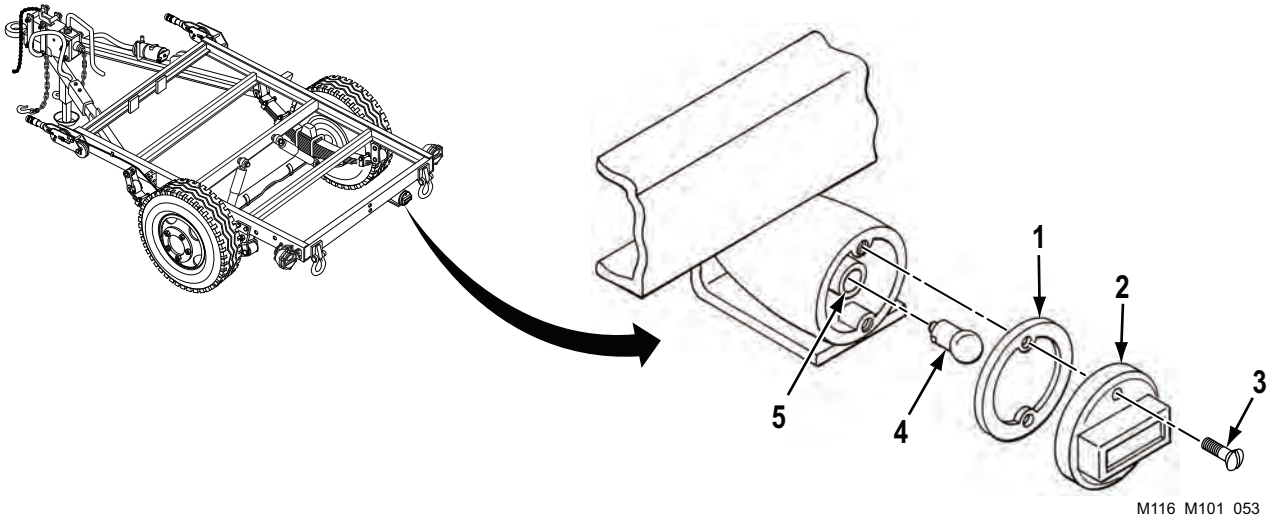

Figure 1. Lamp Replacement.
1. Remove two screws (Figure 1, Item 3), lens retainer (Figure 1, Item 2), and gasket (Figure 1, Item 1). Discard gasket (Figure 1, Item 1).
2. Remove lamp (Figure 1, Item 4) from socket (Figure 1, Item 5) by pushing in and turning counterclockwise.
3. Install lamp (Figure 1, Item 4) in socket (Figure 1, Item 5) by pushing in and turning clockwise.
4. Install new gasket (Figure 1, Item 1), lens retainer (Figure 1, Item 2), and two screws (Figure 1, Item 3).